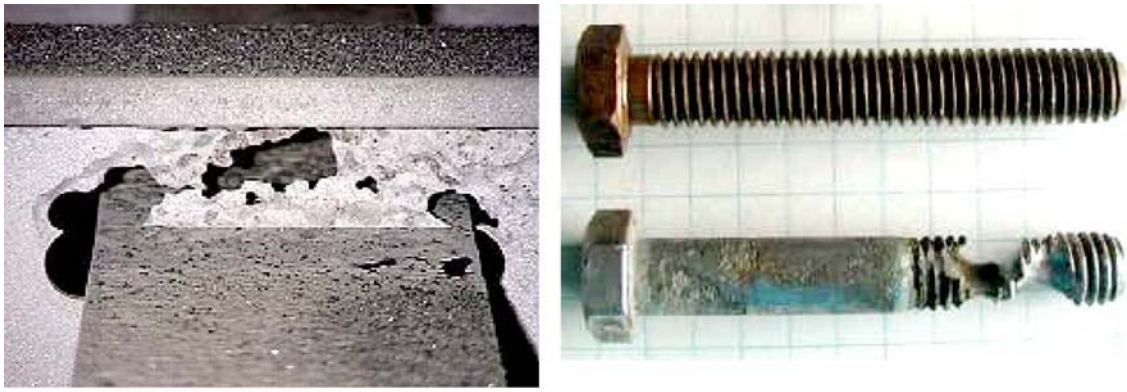
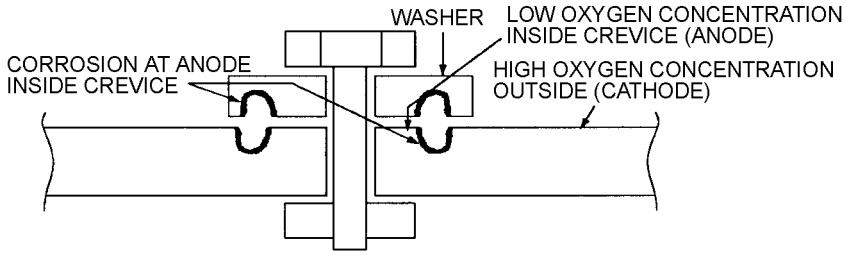

Figure 1-10. Examples of Concentration/Crevice Corrosion
Figure 1-11. Illustration of a Typical Concentration Corrosion Cell
1.7.6 Concentration/Crevice Corrosion. Crevice corrosion (see Figure 1-10 and Figure 1-11) occurs when the electrolyte in a crevice has a different concentration than the area adjacent to the crevice. This type of corrosion is also known as concentration cell corrosion. Electrolyte inside the crevice contains less oxygen and more metal ions than electrolyte just outside the crevice. As a result, the metal surfaces have different activities, even though they may be part of the same metal, and corrosion occurs inside the crevice. This form of corrosion often occurs between faying surfaces or when a surface is covered by a foreign material (such as dirt) or under gaskets, rubber, or plastic tape. The mechanisms involved in crevice corrosion are very similar to pitting corrosion. Crevice corrosion most often occurs where there are stagnant solutions (electrolytes) in holes, gasket surfaces, lap joints, under surface deposits (sand, dirt, corrosion products, etc.), and in crevices under bolt and rivet heads. To become a site for corrosion, a crevice must be wide enough to allow liquid entry but narrow enough to keep the liquid stagnant. As with pitting, crevice corrosion is slow to start, but once started, progresses at ever increasing rates (due to various electrochemical factors). Crevice corrosion is also most intense in solutions containing chlorides (saltwater). Metals susceptible to pitting (stainless steel, aluminum, magnesium) are also susceptible to crevice corrosion. However, not all metals that are susceptible to crevice corrosion will be susceptible to pitting. Three general types of crevice corrosion are: Metal ion concentration cells, Oxygen concentration cells, Active-passive cells.